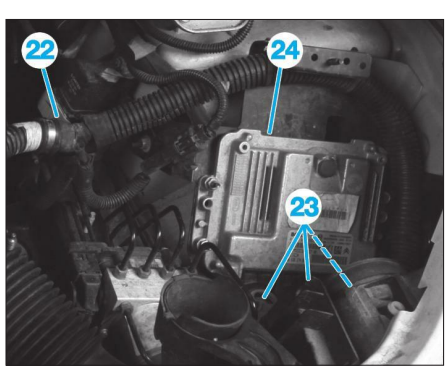

**Fig. 88**
• Débrancher **(Fig.88)** :
- le connecteur du relais de pré-postchauffage (22),
- les connecteurs du calculateur de gestion moteur (23),
• Dégrafer le faisceau moteur attenant à la caisse (24).